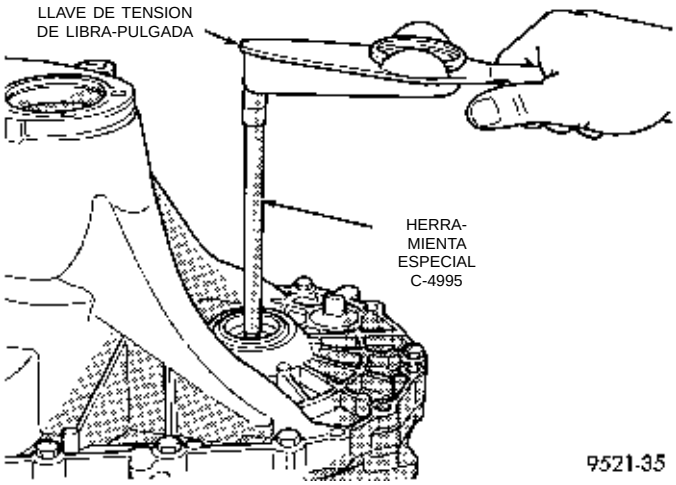

Fig. 77 Verificación del esfuerzo de rotación de cojinete del diferencial
(9) Instale la cubierta del conversor del embrague. Coloque y apriete los pernos de la caja con una torsión de 26 N·m (19 lbs. pie).
(10) Mediante la herramienta especial C-4995 y una llave de tensión de N·m (pulgada-libra), verifique el esfuerzo de rotación del conjunto del diferencial (Fig. 77). **El esfuerzo de rotación debe ser de 0,7 a 1,4 N·m (6 a 12 lbs. pulg.). Si el esfuerzo de rotación es demasiado alto, instale un espaciador 0,05 mm (0,002 pulgadas) más delgado. Si el esfuerzo de rotación es demasiado bajo, instale un espaciador 0,05 mm (0,002 pulgadas) más grueso.**